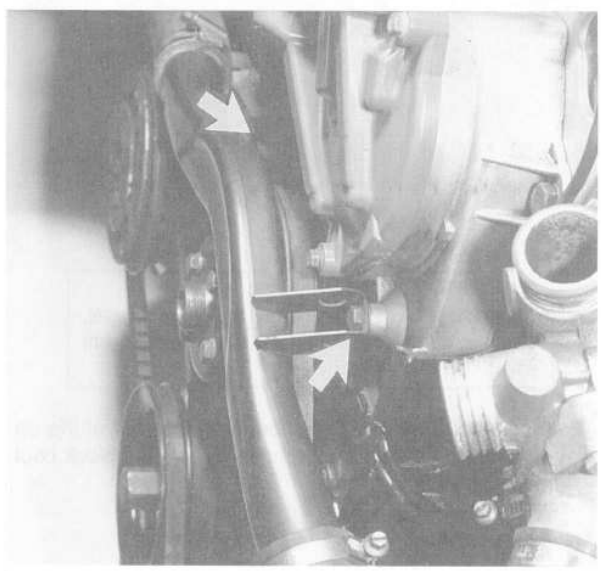

Fig. 8. Coolant cross-pipe mounting bolts (**arrows**).
4. Remove metal coolant cross pipe from front of engine. See Fig. 8.